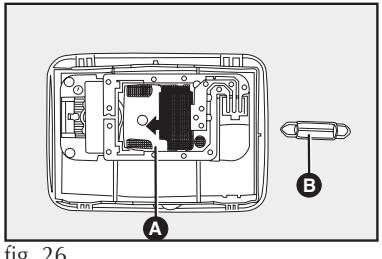

fig. 26
- abra la tapa **A-fig. 26**, en el sentido indicado por la flecha;
- saque la lámpara **B-fig. 26** y sustitúyala;